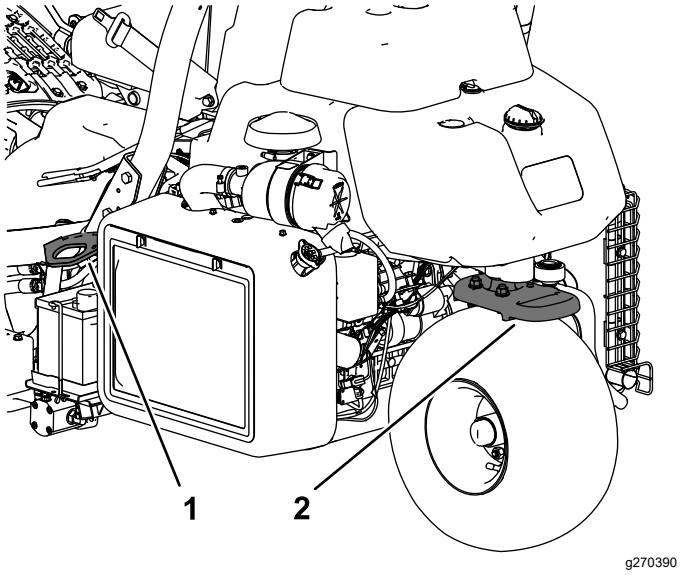

Figuur 28
- Zet de machine goed vast met spanbanden, kettingen, kabels of touwen. Zowel de voorste als de achterste spanband moet naar beneden en naar de buitenkant van de machine lopen (Figuur 28).